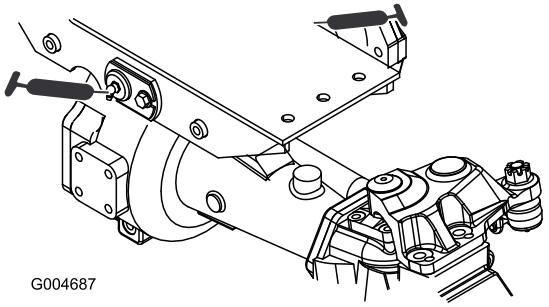

Figur 36
- 2 främre och bakre axeltappsbussningar (Figur 36)